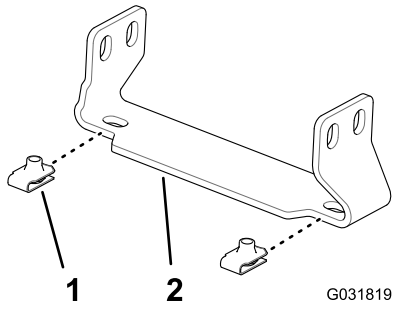

**Figur 183**
1. Monter de 4 klemmemøtrikker (Toro-delnr. 94-2413) på de 2 støttebeslag på midtersektionens dæksel (Toro-delnr. 131-3703-03) som vist i (Figur 183).